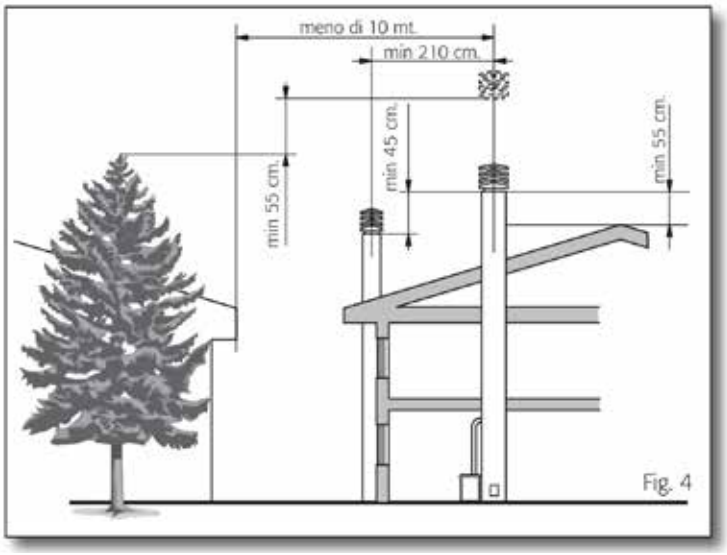

Fig. 4
- Il comignolo deve superare il colmo del tetto per evitare i venti di risacca, inoltre in presenza di altri comignoli, deve superarli in altezza di almeno 45 cm e trovarsi ad una distanza minima di 210 cm., eventualmente interporre dei separatori (fig. 4).